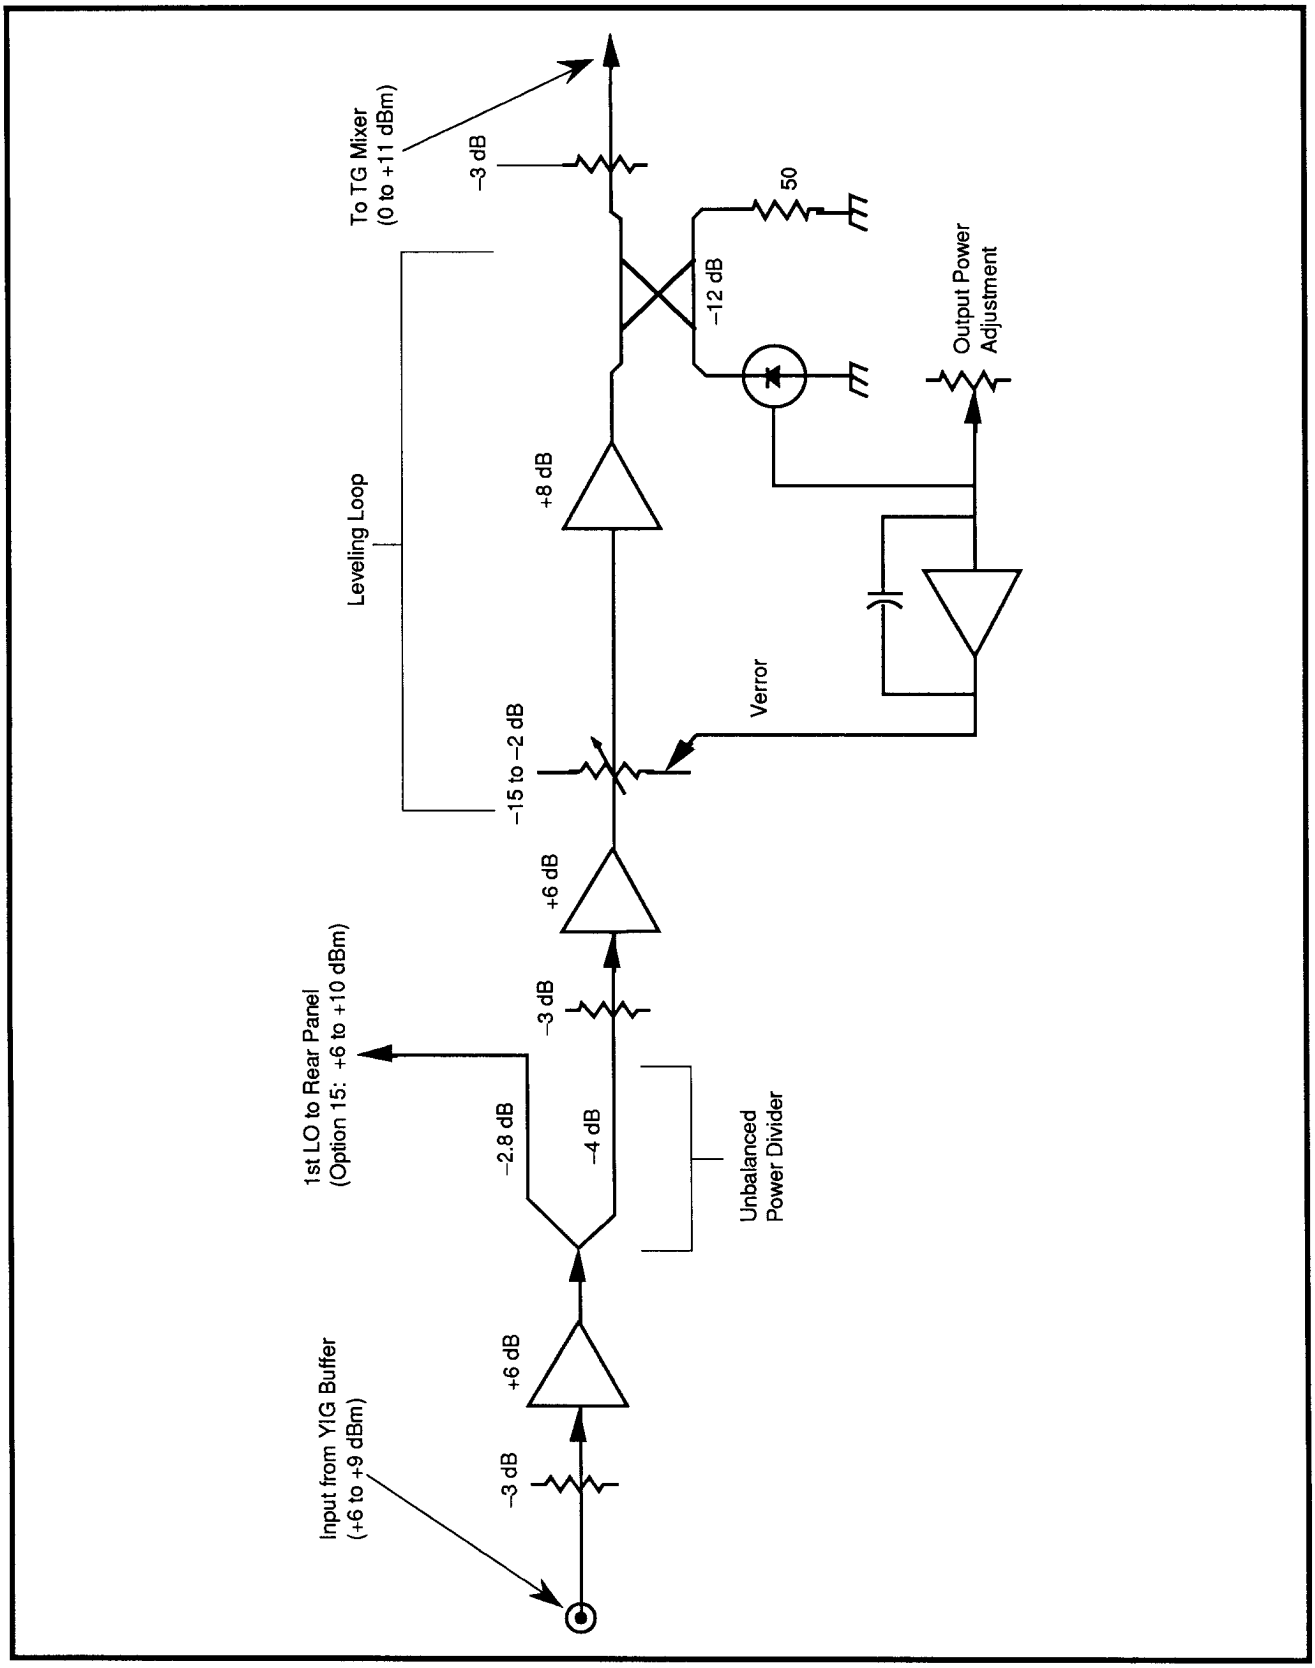

Figure 7-29. Isolation Amplifiers block diagram.
The tracking generator receives the 1st LO (2110 MHz to 3910 MHz) from the spectrum analyzer's 1st LO Buffer Amp (at a power level of +6 dBm to +9 dBm) through an SMA connector. A 3 dB attenuator is placed between the input and the first isolation amplifier. This amplifier provides a forward gain of +6 dB and a reverse gain of –25 dB. The amplifier's output (LO) drives an unbalanced power divider. See Figure 7-29.